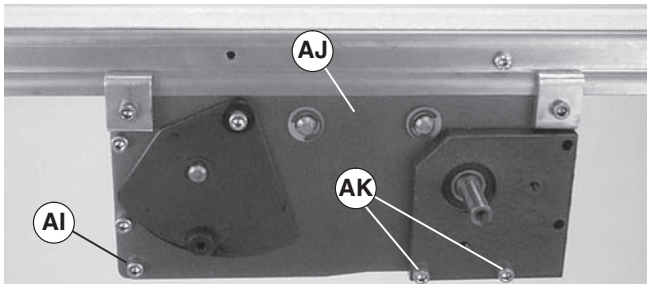
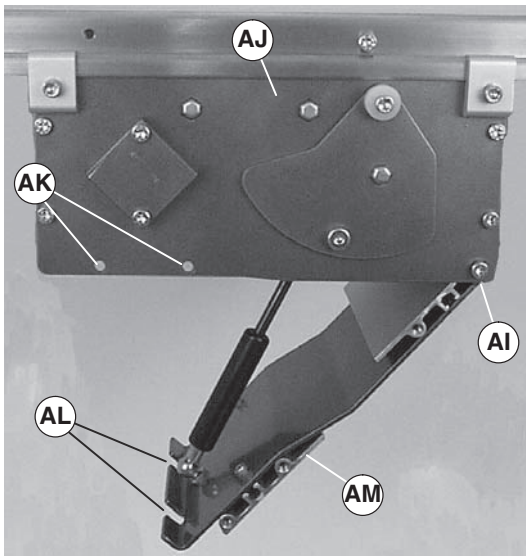

Figure 19
Figure 20
3. Loosen screw (Figure 19, item AI) & (Figure 20, item AI) on each side of center drive module (AJ).
4. Remove screws (Figure 19, item AK) & (Figure 20, item AK) on each side of center drive module (AJ).
5. Using finger grip holes (Figure 20, item AL), open tension door (AM) to release conveyor belt tension.
7. Loosen screw (Figure 19, item AI) & (Figure 20, item AI) on each side of center drive module (AJ).
8. Remove screws (Figure 19, item AK) & (Figure 20, item AK) on each side of center drive module (AJ).
9. Using finger grip holes (Figure 20, item AL), open tension door (AM) to release conveyor belt tension.